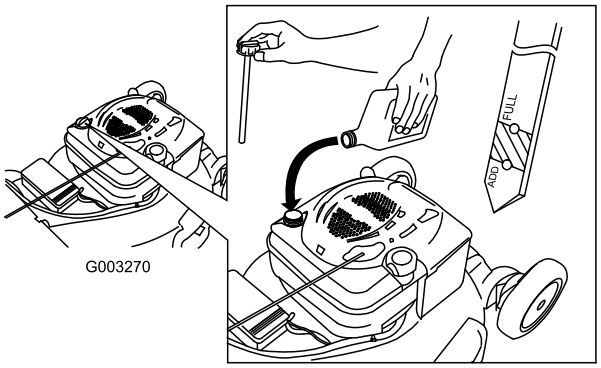

Figur 6
1. Ta bort oljestickan (Figur 6).
2. Fyll **långsamt** på olja i påfyllningsröret tills nivån når markeringen Full på oljestickan (Figur 6). **Fyll inte på för mycket.** (Maximal påfyllning: 0,59 l, typ: SAE 30 renad olja med API-klassificering SF, SG, SH, SJ, SL eller högre.)